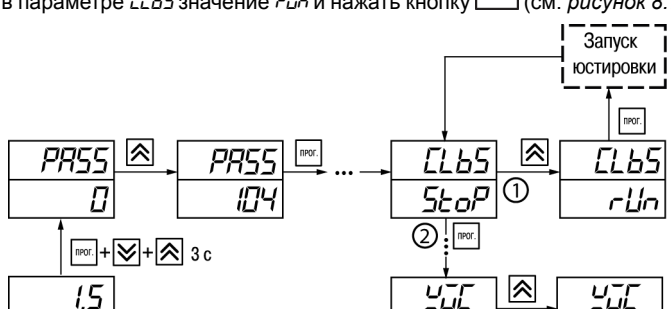

Рисунок 8.7 – Последовательность действий во время юстировки
5. Установить в параметре CLb5 значение run и нажать кнопку ПРОГ. (см. *рисунок 8.7*, шаг 1).
6. Включить автоматическую коррекцию ЭДС ТП по температуре его свободных концов, установив в параметре U0C значение on (см. *рисунок 8.7*, шаг 2).